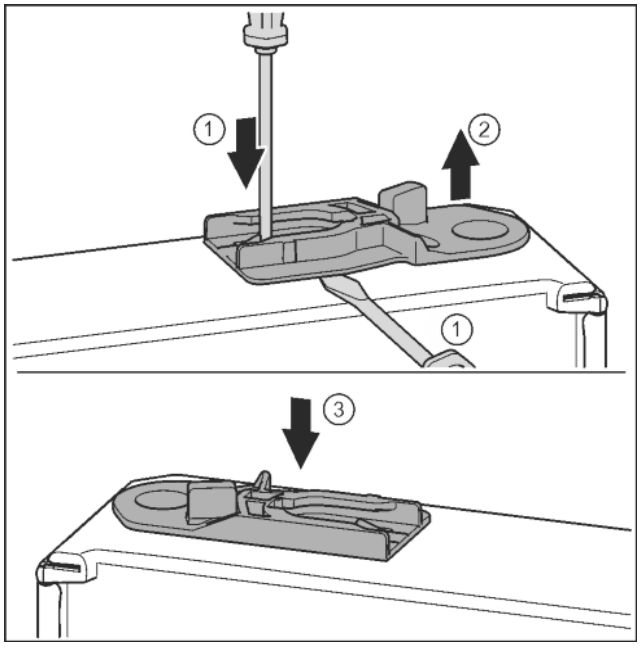

Fig. 32
▶ Pull out the guide bush: Press the tab with a slotted screwdriver and, at the same time, insert the slotted screwdriver under the guide bush. *Fig. 32 (1, 2)*
▶ Slide the guide bush included in the scope of supply to the other side of the housing. *Fig. 32 (3)*